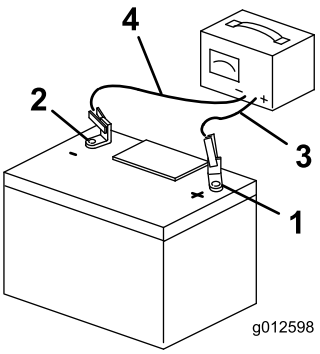

**Figur 54**
3. Når batteriet er fuldt opladet, skal du tage opladeren ud af stikkontakten og derefter frakoble opladningskablerne fra batteriets poler (Figur 54).